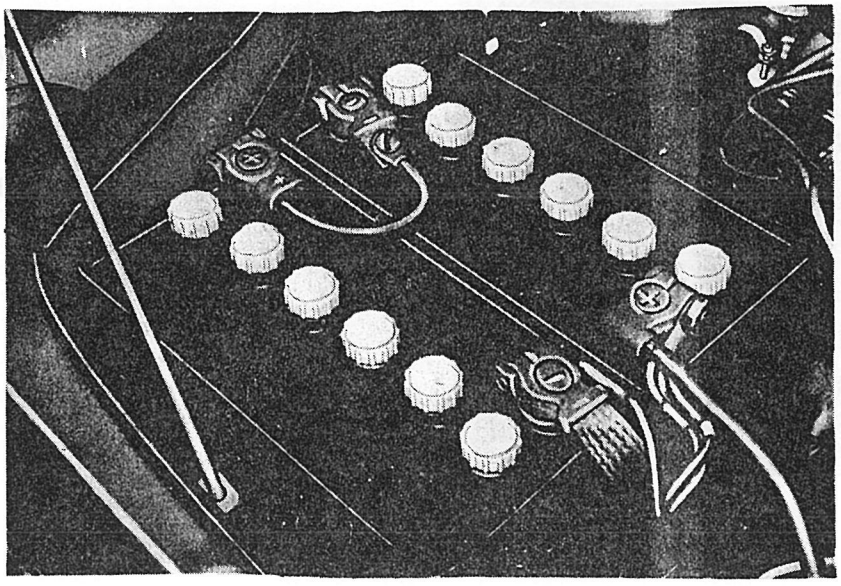

Afb. 3.7.1. Batterijen met aansluitingen
(1) Plaats de batterijen in de juiste stand in de batterijhouder.
(2) Bevestig de batterijklemmen aan de batterijpolen (zie afb. 3.7.1.); de klem van de massakabel als laatste.
(3) Breng het deksel met de losse strippen aan op de batterijen en draai de vleugelmoeren met de hand stevig vast.
(4) Sluit de motorkap.